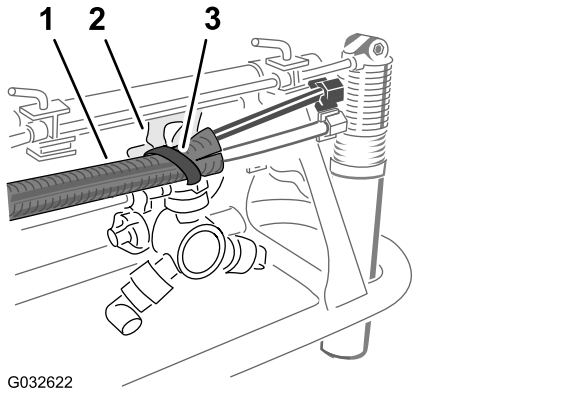

Figuur 15
5. Bevestig de buis met een kabelbinder aan de opening in de spuitdopsteun; zie Figuur 15.